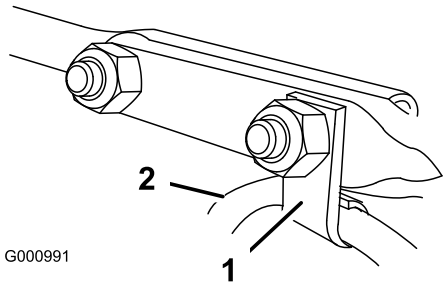

Figur 11
6. Før inn kabelklemmen som støtter avlederkabelen inn på den fremre låseskruen og fest låseskruen med mutrer fra posen med løse deler (Figur 11).